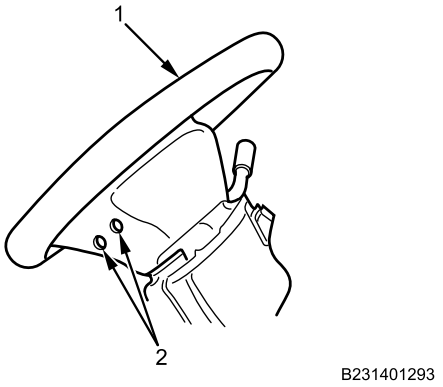

Figure 1. Steering Wheel Assembly and Tool.
1. Insert crosstip screwdriver into one of four release slots (Figure 1, Item 2) on steering wheel (Figure 1, Item 1).